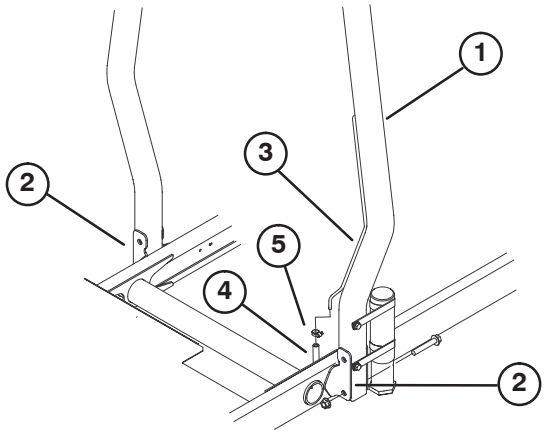

Figure 10
2. Secure each side of roll bar to mounting brackets with (2) flange head capscrews and locknuts (Fig. 10). Torque fasteners to 60 ft–lbs.